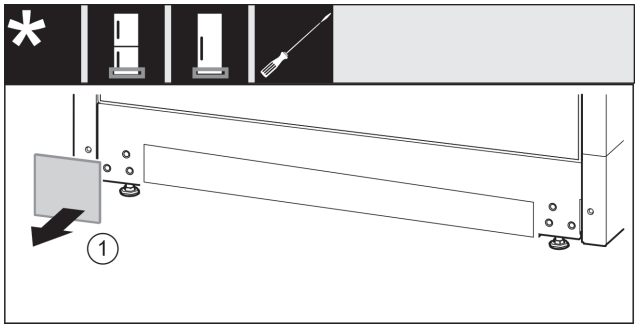

Fig. 15
- ▶ Abdeckung *Fig. 15 (1)* abnehmen.